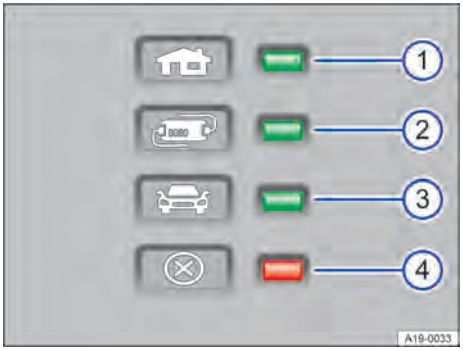

Bilde 168 Varsel- og kontrollamper på ladekabelens verneinnretning.
Én eller flere kontrollamper på verneinnretningen lyser grønt → Bilde 168 ①, ② og ③.
Hvis ladingen blir avbrutt, slukker driftsindikatoren og en av kontrollampene blinker grønt. Varsellampen blinker rødt → Bilde 168 ④.
Hvis det lades videre med lavere ladestrøm, vises driftsindikatoren, og varsellampen blinker rødt → Bilde 168 ④. Ladekabelen må avkjøles en stund. Ladestrømmen økes igjen automatisk.
Når varsellampen → Bilde 168 ④ blinker rødt eller lyser uten at en kontrollampe → Bilde 168 ①, ② eller ③ lyser konstant, har det oppstått en feil.